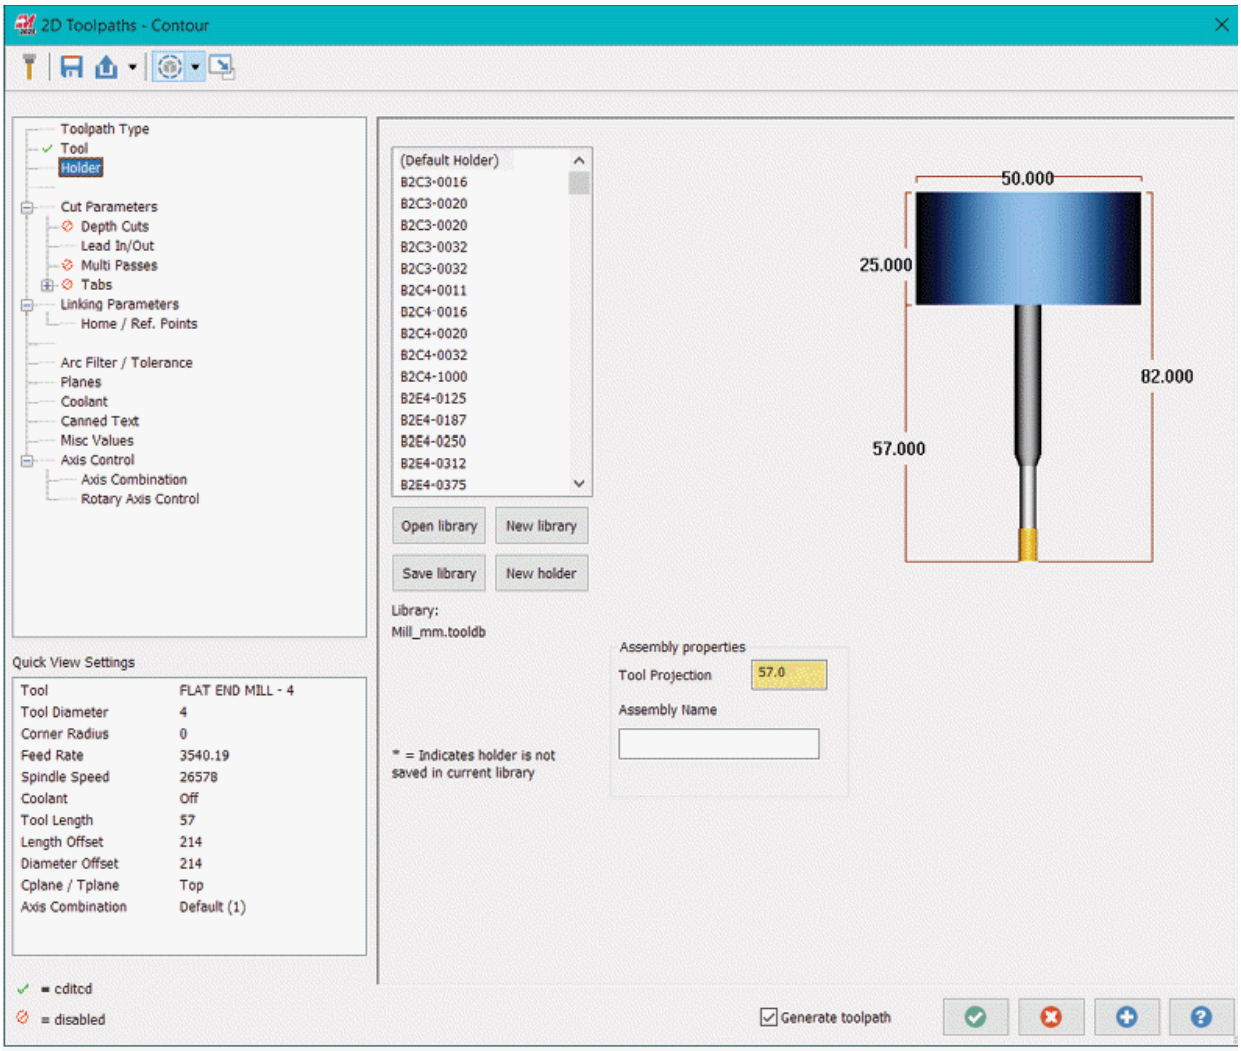

Figure-6. Holder page of 2D Toolpaths dialog box
- Specify desired parameters and click on the **Holder** option from the left box. The dialog box will be displayed as shown in Figure-6.